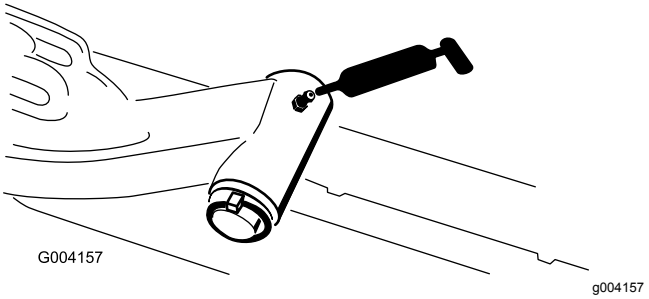

Figur 78
- Løftearmsdreietappaksel (1 hver) (Figur 78)